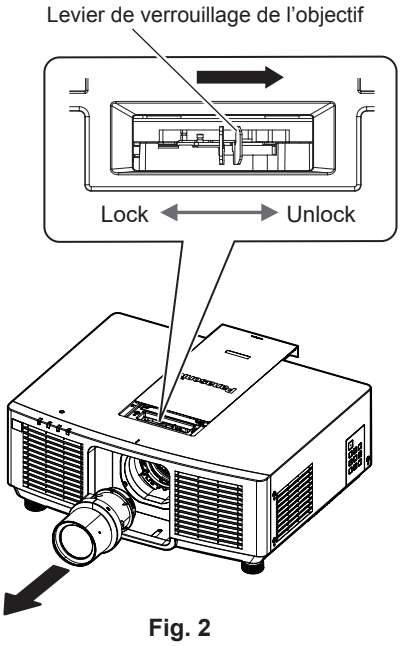
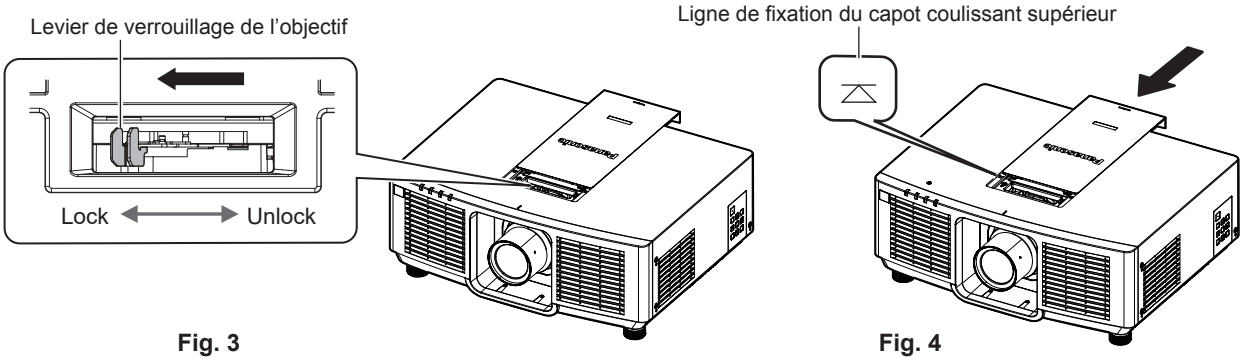

Fig. 2
Fig. 3 Fig. 4
2) **Tout en maintenant l’objectif de projection, pincez le levier de verrouillage de l’objectif et tournez-le vers le côté UNLOCK. (Fig. 2)**
3) **Retirez l'objectif de projection droit. (Fig. 2)**
2) **Assurez-vous que le levier de verrouillage de l'objectif est positionné du côté UNLOCK. (Fig. 2)**
- Si le levier de verrouillage de l'objectif est du côté LOCK (Fig. 3), pincez le levier de verrouillage de l'objectif et tournez-le vers le côté UNLOCK. (Fig. 2)
3) **Alignez la marque (point rouge) de l'objectif de projection avec la marque (point rouge) du projecteur et insérez l'objectif de projection à fond. (Fig.2)**
4) **Tout en maintenant l'objectif de projection, tournez entièrement le levier de verrouillage vers le côté LOCK. (Fig. 3)**